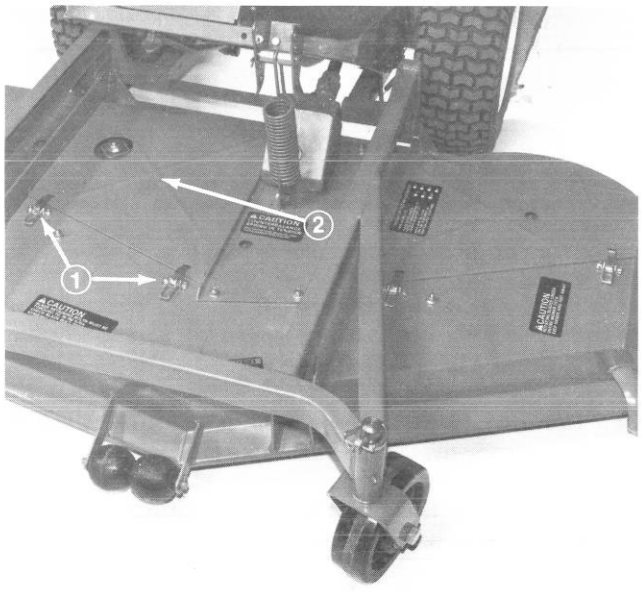

Figure 37
2. Release and unhook latches securing center cover to top of cutting unit (Fig. 37). Remove cover from cutting unit.
3. Release and unhook latches securing center and left covers to top of cutting unit. Remove covers. (Fig. 37).
2. Release and unhook latches securing center cover to top of cutting unit (Fig. 37).